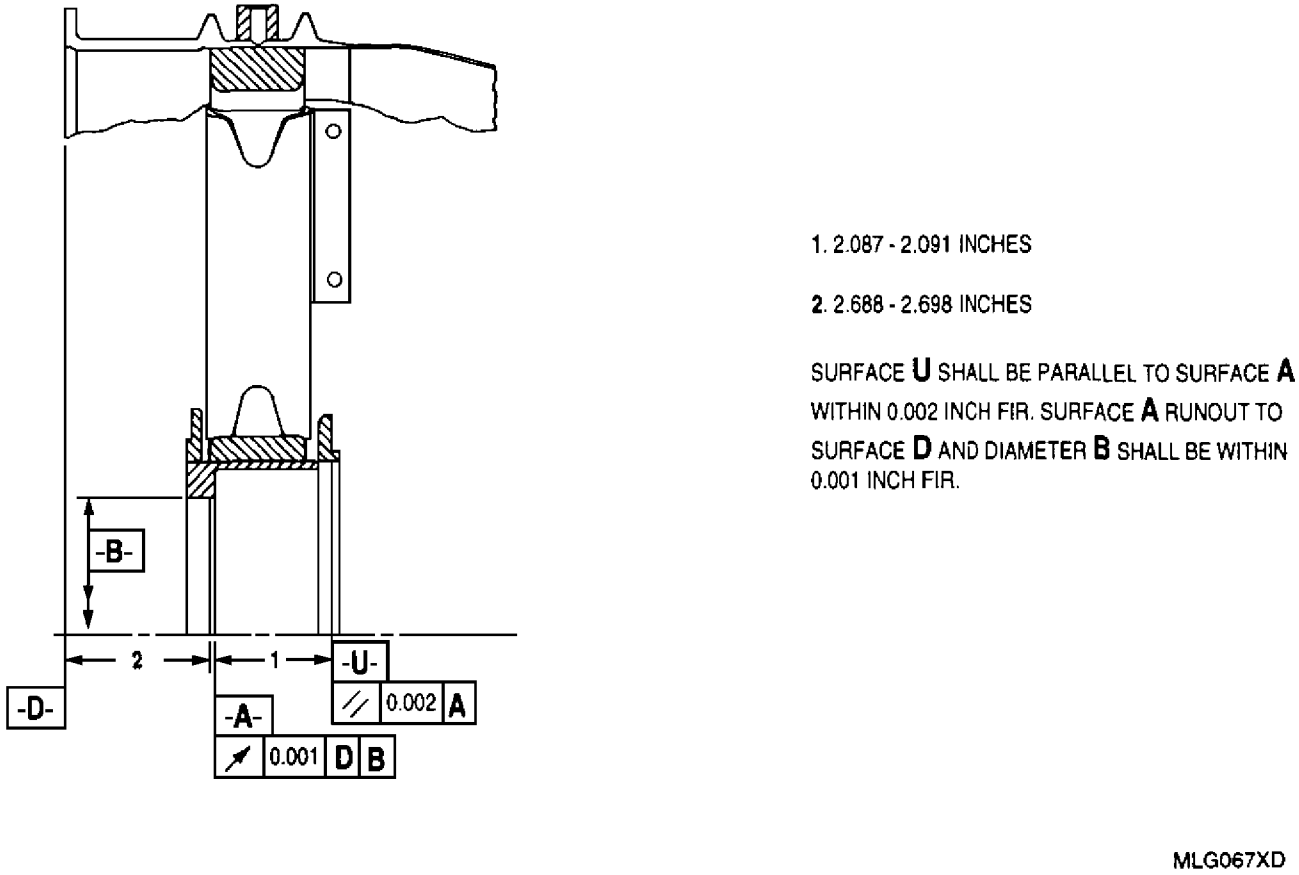

Figure 4. Rear Turbine Bearing Support Assembly − Scavenge Pump Support Flange Repair
f. Restore chamfer (2).
(1) Install support assembly in 23034278 fixture. Tighten detail clamps to seat and secure assembly. Using 0.001 in. feeler gage, check seating of assembly.
(2) Check accuracy of 6799520−202 and −203 indicator arm assemblies using 6799520 − 206 master assembly.
(3) Install 23034278−15 indicating arbor into center bore of base plate. Install 6799520−202 indicator arm assembly on arbor.
(4) Measure runout (concentricity) of pilot diameter (Diameter B).
(5) Remove 6799520−202 arm assembly from arbor and install 6799520−203 indicator arm assembly.
(6) Measure runout (squareness) of Surface A to Diameter B.
(7) Remove arm assembly from arbor.
(8) Remove support assembly from fixture.
20. REAR TURBINE BEARING SUPPORT ASSEMBLY − SCAVENGE PUMP SUPPORT FLANGE REPAIR. (figure 4)
a. Machine scavenge pump support flange face (Surface V) to obtain a 40 RMS surface texture parallel with Surface A. Refer to figure 4.
(2) Check accuracy of 6799520 −203 and −204 indicator arm assemblies using 6799520−206 master.
(3) Install 23034278−15 indicating arbor in center bore of base plate. Install 6799520−203 indicator arm assembly on arbor.
(4) Measure runout of Surface A to Surface D and Diameter B.
(5) Remove 6799520−203 arm assembly and 23034278−15 arbor from base plate.
(6) Install 6799520−204 indicator arm assembly into bearing cage pilot diameter and secure with detail thumbscrews. Using 0.001 in. feeler gage, check seating of indicator arm assembly on oil seal surface.
(7) Measure pump support flange face (Surface U) parallelism to Surface A.
(8) Remove arm assembly from bearing cage pilot diameter.